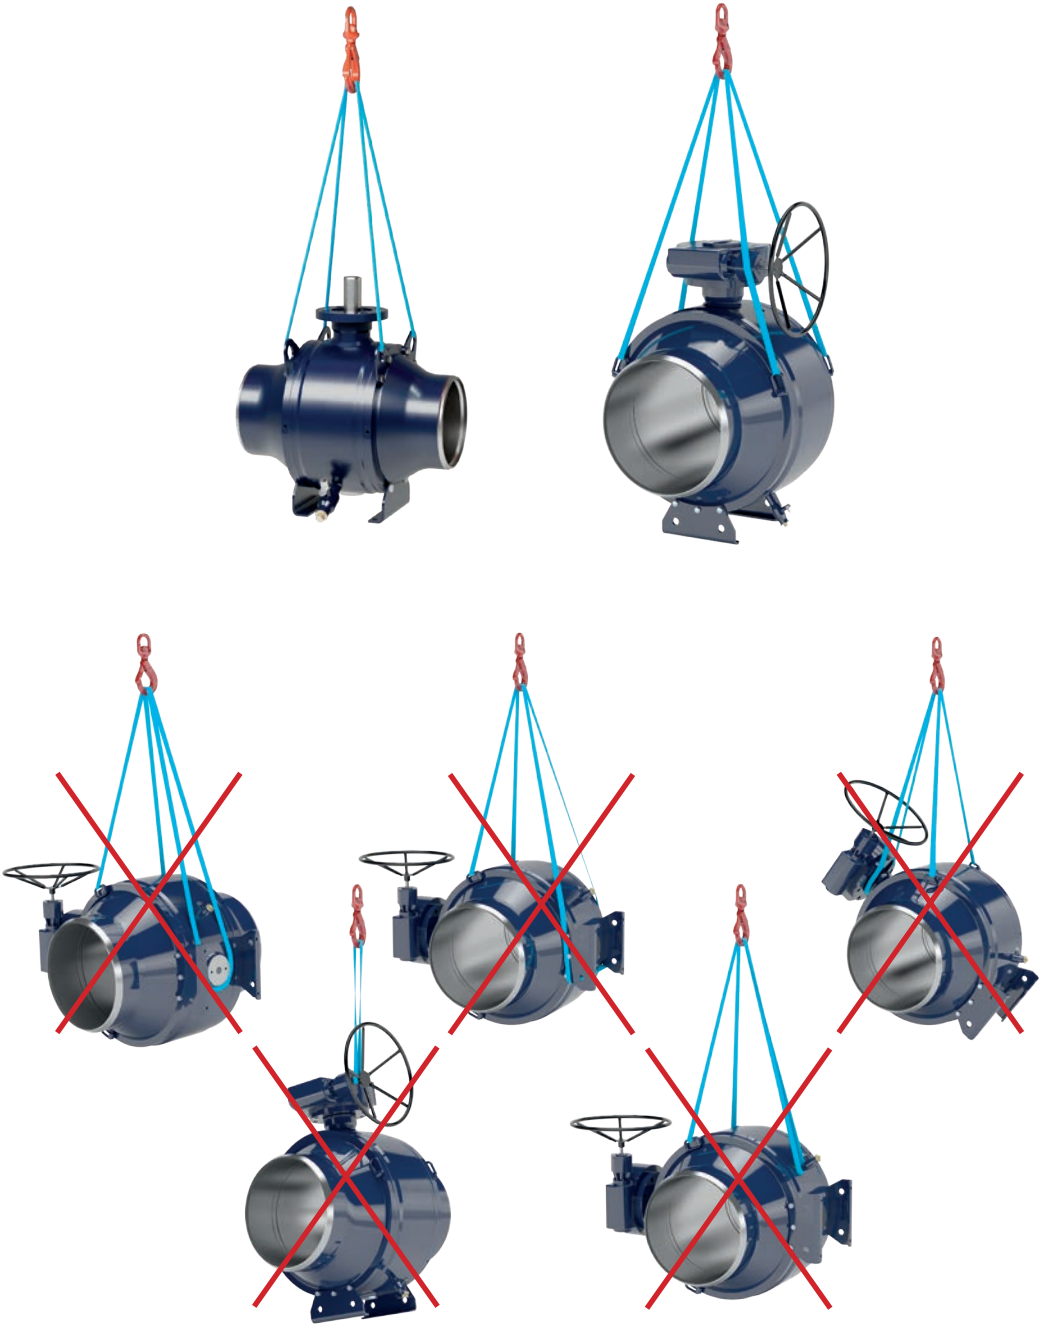

Rys. 3. Podnoszenie zaworu.
Do podnoszenia zaworów o dużym rozmiarze używać lin transportowych. Jest zabronione podnoszenie zaworu za jego napęd czy kółko napędu (patrz rys. 3).
- Niedopuszczalne jest podnoszenie zaworu za siłownik. Jeśli zawór jest wyposażony w ucha transportowe należy ich użyć (patrz rys. 3). Upadek lub niewłaściwe podnoszenie może skutkować poważnymi urazami osób lub uszkodzeniem urządzenia.
- Używać jednej z dopuszczalnych metod podnoszenia pokazanych na rys. 3.